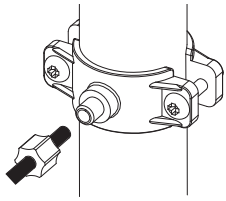

Fig. 7b
- Place the part of the clamp with the fitting (4) on the pipe and find the optimal position of the clamp and hole on the pipe.
- Remove the cut round part from the gasket (1).
- Remove the protective film (2) from the gasket (1). Attach the gasket (1) on the inside of the clamp so that the hole in the gasket aligns with the hole in the clamp fitting.
- Install the clamp on the pipe, aligning the hole in the fitting with the drilled hole in the pipe, and then tighten the bolts (3). The bolts should be tightened evenly so that the two parts of the clamp are parallel.
- Put the plastic nut on the drain tube so that the tube extends from the other side of the nut by at least 20 mm (Fig. 7b).